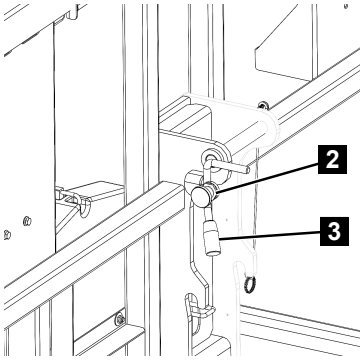

Fig. 122
6. Unlock the latch (Fig.122/2) by pulling and turn the locking bolt 90°.
7. Pull out the locking bolt (Fig.122/3).